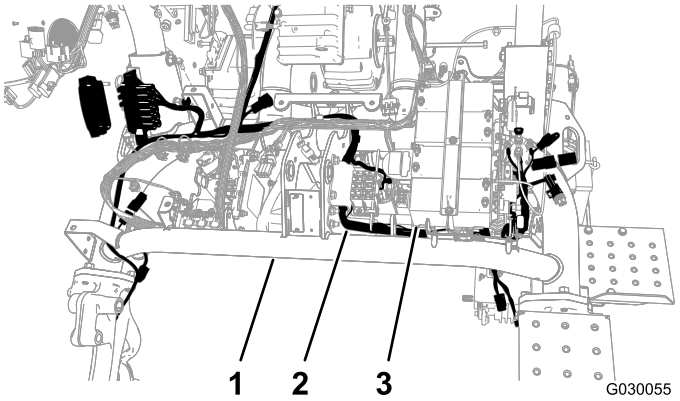

Figur 4
4. Dra kablaget under ramens huvudrör och framför cylinderbatterierna (Figur 4).